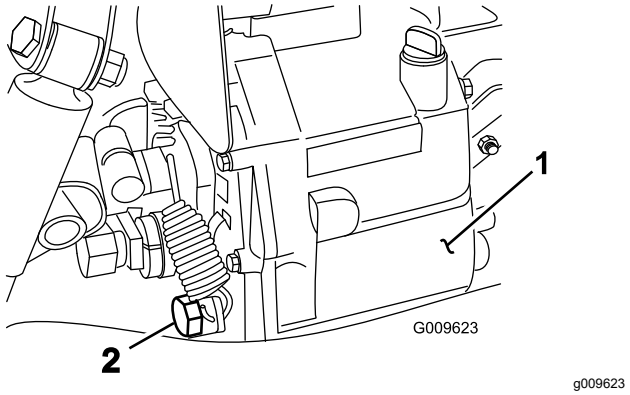

Figura 69
4. Retire el tapón de vaciado del lado del depósito y deje que se drene el fluido hidráulico en el recipiente (Figura 69).